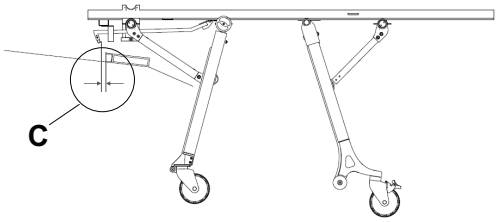

Рисунок 15 – Зазор между предохранительным крюком и пластиной защелки
- Горизонтальный зазор (C) между предохранительным крюком и пластиной защелки является достаточным для выгрузки (Рисунок 15)